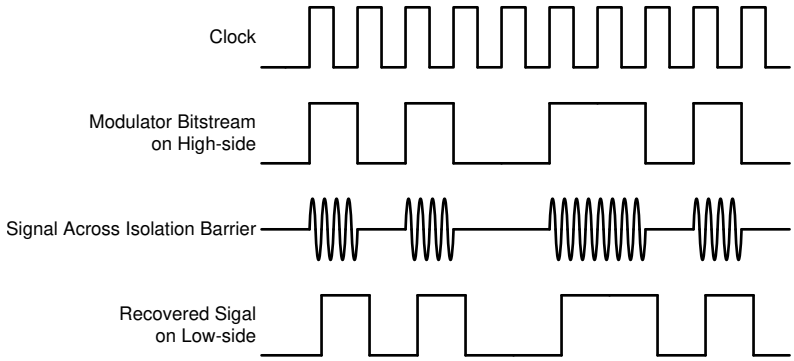

Figure 7-3. OOK-Based Modulation Scheme
The AMC3306M05 uses an on-off keying (OOK) modulation scheme, as shown in Figure 7-3, to transmit the modulator output bitstream across the SiO_2-based isolation barrier. The transmit driver (TX) shown in the *Functional Block Diagram* transmits an internally generated, high-frequency carrier across the isolation barrier to represent a digital *one* and does not send a signal to represent a digital *zero*. The nominal frequency of the carrier used inside the AMC3306M05 is 480 MHz.